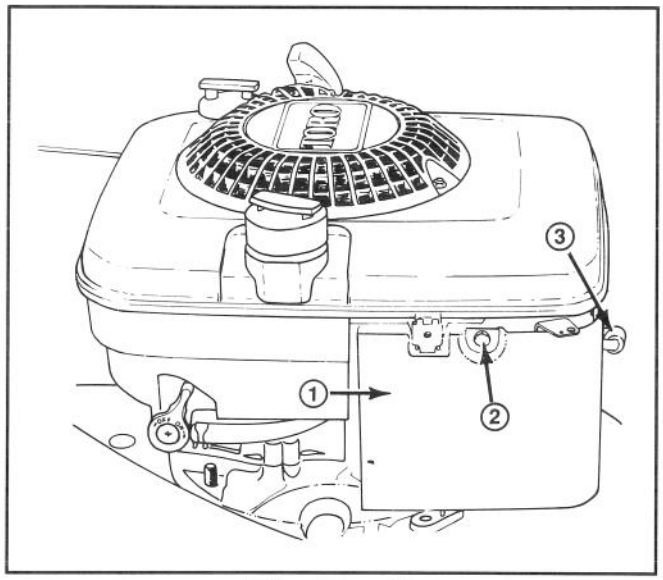

Afbeelding 15
2. Verwijder de schroef waarmee het luchtfilterdeksel aan de motor is bevestigd (Afb. 15). Licht het deksel op en maak het grondig schoon.